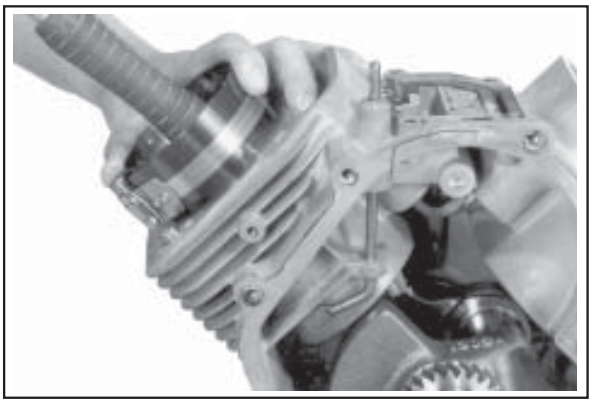

Figure 11-9. Installing Piston Assembly Using Ring Compressor Tool.
4. Make sure the ''Fly'' stamping on the piston is facing towards the flywheel side of the engine. Use a hammer with a rubber grip and gently tap the piston into the cylinder as shown in Figure 11-9. Be careful that the oil ring rails do not spring free between the bottom of the ring compressor and the top of the cylinder.